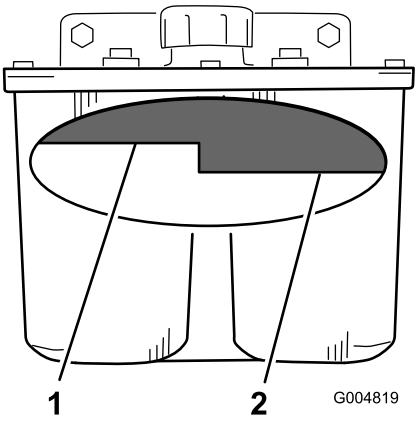

Figur 71
2. Rengör området runt påfyllningsröret till hydraultanken (Figur 71).
3. Skruva av tanklocket på påfyllningsröret. Titta inuti och kontrollera om det finns någon olja i behållaren (Figur 71).
Obs: Oljenivån ska nå upp till överkanten på markeringen för varmt på skärmen, när oljan är varm (Figur 71).